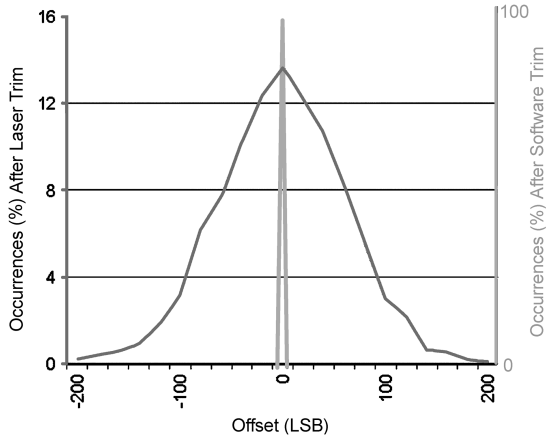

Figure 6-5. Offset Distribution Histogram including Soft-Trim Improvement
Figure 6-5 shows the LM96511 B-mode offset, measured through the ADC. As can be seen, Soft-trim allows extremely accurate offset adjustment (typically within 1LSB) and allows significant tightening of the distribution.
Figure 6-5 shows the LM96511 B-mode TGC in action. In this diagram, a 5MHz ultrasound signal enters the LNA with 350mV$_{PP}$ single ended Near Field (NF) amplitude and the signal path headroom runs into clipping. 3.5V$_{PP}$ differential NF amplitude appears at the LNA output (Differential gain = 20dB) where the DVGA TGC will equalize the signal so that the ADC FS range of 3.12V$_{PP}$ (with IOR On or 4.4V$_{PP}$ with IOR off) can be transversed to maximize the data acquisition resolution. Note that the LM96511's B-mode ADC operates off a 1.2V supply and yet can accommodate 3.12V$_{PP}$_FS with IOR on or 4.4V$_{PP}$_FS with IOR off. This is because of the coupling resistor ladder built into the ADC in spite of ADC input noise level performance which does not impact ENOB.